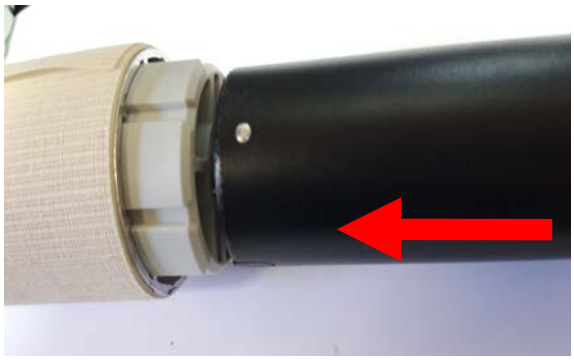

Рис.49
3. Вставить двигатель в трубу со стороны управления (**Рис.49**). Для установки в трубу ∅44, на заглушку дополнительно ставится *адаптер 29-44 мм(310302-0000)* (**Рис.50-5**1).Установить заглушку в трубу**(Рис.52)**.